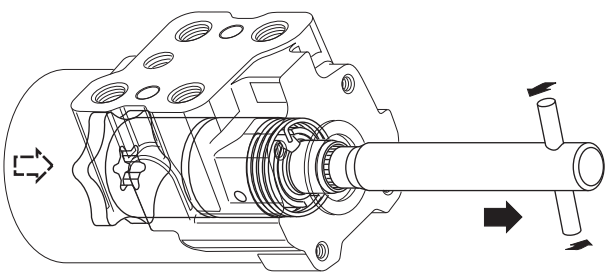

Fig. 17 - Installing Spool and Sleeve Assembly
9. Keep centering spring (11) compressed and carefully insert assembled parts into valve housing (7), as shown in Fig. 17.
10. Release tension on centering spring (11) and remove special tool and gerotor gear (19).